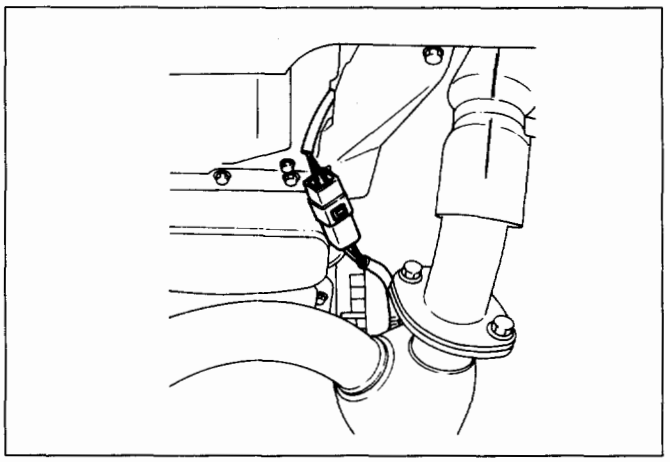

Fig. 7A-21
- Disconnect Oxygen Sensor (O2S) sensor connector from the transmission harness connector (Fig. 7A-21).